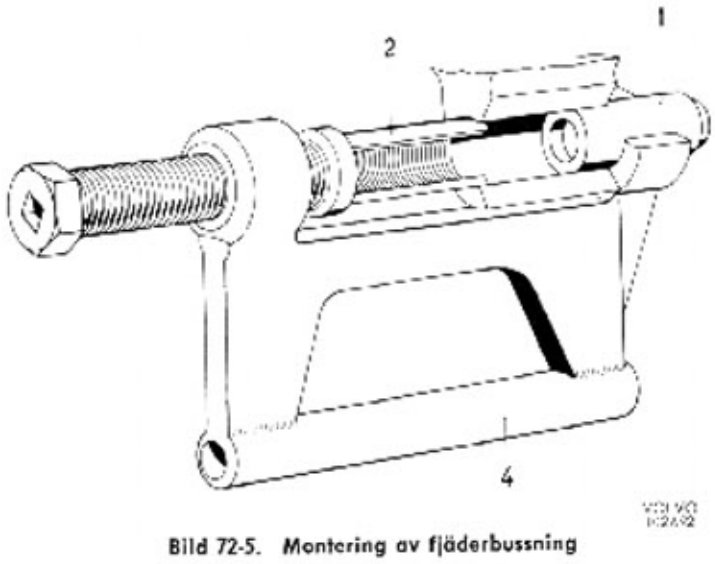

Bild 72-5. Montering av fjäderbussning
Placera pressdornen (1) som styrning för pressbygeln (4) enligt bild 72-5. Placera bussningen (2) enligt bilden och pressa i den.